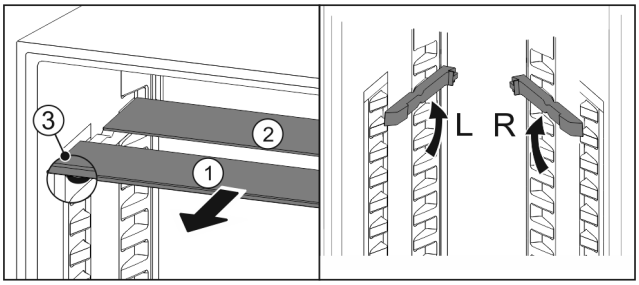

Fig. 176
▶ Extrageți *Fig. 176 (1)* pe rând plăcile de sticlă spre înainte.
▷ Placa de sticlă *Fig. 176 (1)* cu șipca decorativă se află în față.
▷ Opritoarele *Fig. 176 (3)* indică în jos.